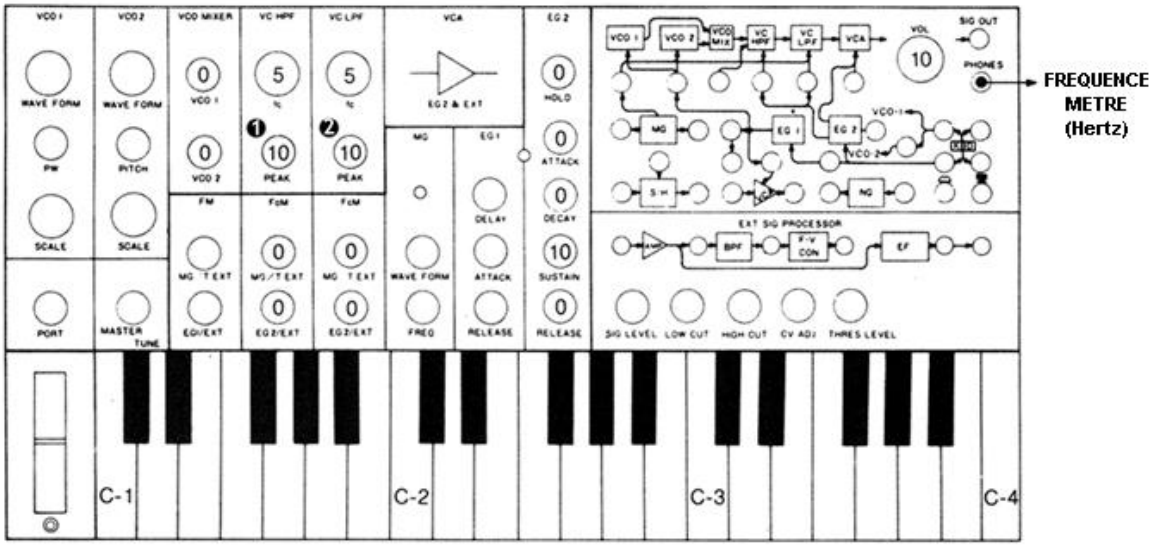

Fig. 2
- VC HPF : Référez-vous aux réglages de la figure 2. Tournez le potentiomètre LPF PEAK à 0 et le potentiomètre HPF PEAK à 10 !